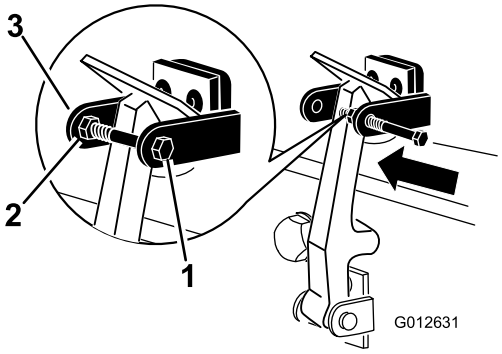

**Figur 8**
7. Skruva i skruven i den andra armen på motorhuvens låsfäste för att låsa spärren på plats (Figur 8). Dra åt skruven ordentligt, men dra inte åt muttern.